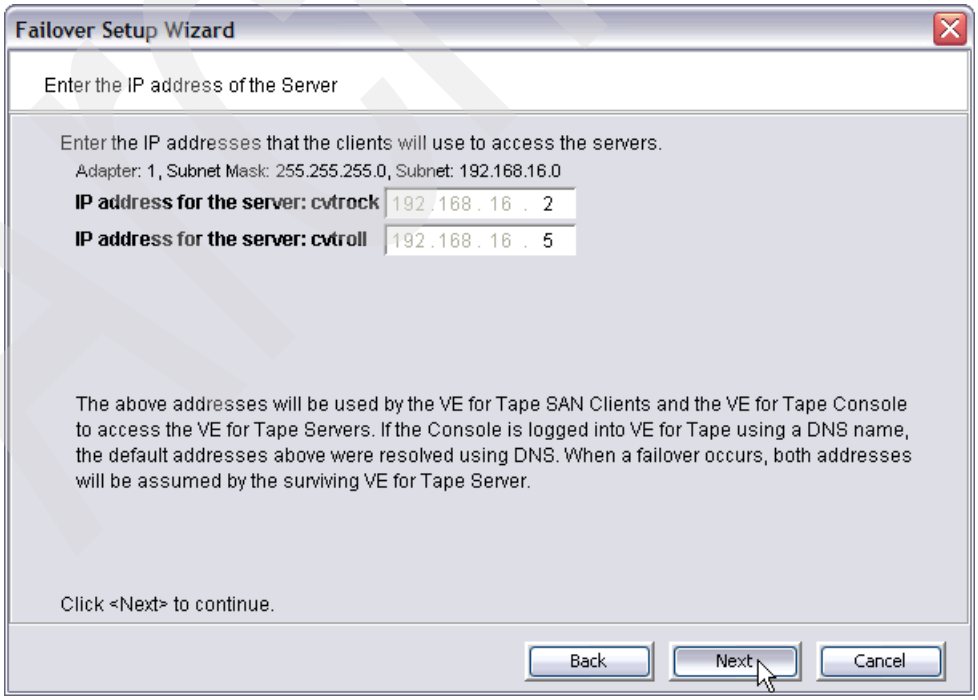

Figure 4-65 Server IP address for eth1
3. Confirm the *server IP address* of eth1 (Adapter 1) for both TS7510 servers, as shown in Figure 4-65. The addresses were set up during installation. See 4.4.2, “Setting up the network” on page 44. Click **Next**.